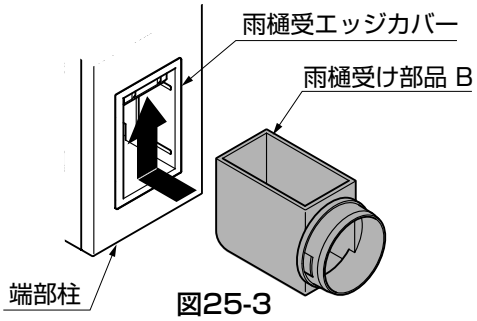

図25-3
②雨樋受け部品 Bを端部柱にはめ込み、上に少し持ち上げてください。（図25-3参照）